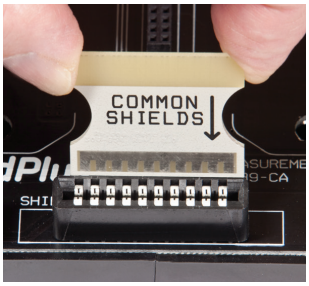

Figure 5.3a
If the design policy is to ground the fieldbus cable screens at the fieldbus power supply, then the "Shield" jumper should then be inserted in the connector as shown in Figure 5.3a. This will bring all of the shields to a common connection at the 'SG' terminal (17)and therefore to ground.